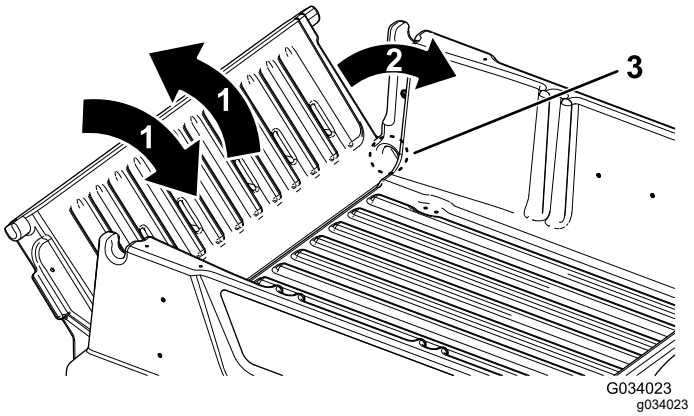

Rysunek 18
2. Ustaw tylną burtę w pozycji około 45° (Rysunek 18).
3. Wykonuj krótkie wstrząsane ruchy i poruszaj kilkukrotnie tylną burtą w górę i w dół (Rysunek 18).